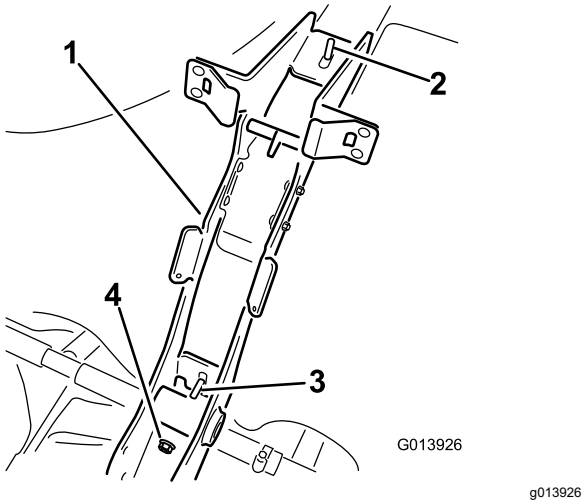

Rysunek 4
7. Zamocuj główną ramę wsporczą do pasa zbiornika (Rysunek 4) za pomocą 2 nakrętek zabezpieczających kołnierzowych (⅜ cala).